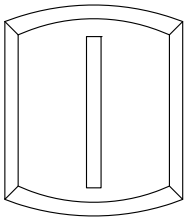

Abb. 1 Einsetzen des Postens
- Zum Einsetzen des Pfosten/Kämpfers **5** drücken Sie den Rahmen **4** auseinander (siehe Abb. 1). Positionieren Sie den Pfosten/Kämpfer **5** im Rahmen **4** und verschrauben diesen mit 6 Senkschrauben ø 3,9 x 20 mm **2** durch die seitlichen Laschen des Verbinders in die Stahlverstärkung.
- Zum Einsetzen des Pfosten/Kämpfers **5** drücken Sie den Rahmen **4** auseinander (siehe Abb. 1). Positionieren Sie den Pfosten/Kämpfer **5** im Rahmen **4** und verschrauben diesen mit 2 Schrauben S055 **2** durch die Durchgangsbohrungen **6** in den T- Verbinder **1**.